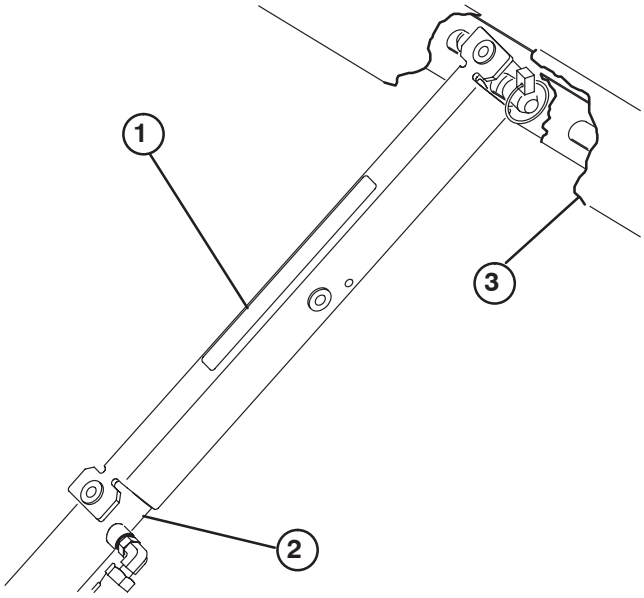

Bild 40
3. Schieben Sie die Ladepritschenstütze auf die Zylinderstange. Achten Sie darauf, dass die Stützenendlaschen auf dem Ende der Zylindertrommel und auf dem Ende der Zylinderstange aufliegen (Bild 40).